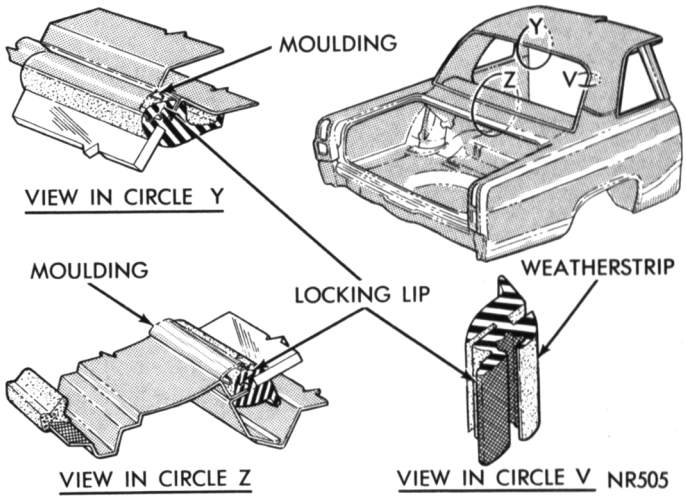

Fig. 13—Rear Window Weatherstrip—Valiant
(3) Install weatherstrip (Figs. 13 and 14) making sure it is fully seated on fence.
(4) With an assistant, position rear window in weatherstrip.
(5) With palm of hand, tap rear window glass to make certain it is fully seated.
(6) Insert a fiber tool and working around weatherstrip, force locking tab into locked position.
(7) Water test rear window area.
(8) Install window mouldings, clean glass and remove protective covering.